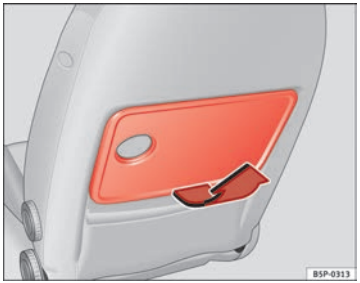

Fig. 104 Folding tray on the front left seat
– To open the tray, open it up in the direction of the arrow ⇒ Fig. 104.